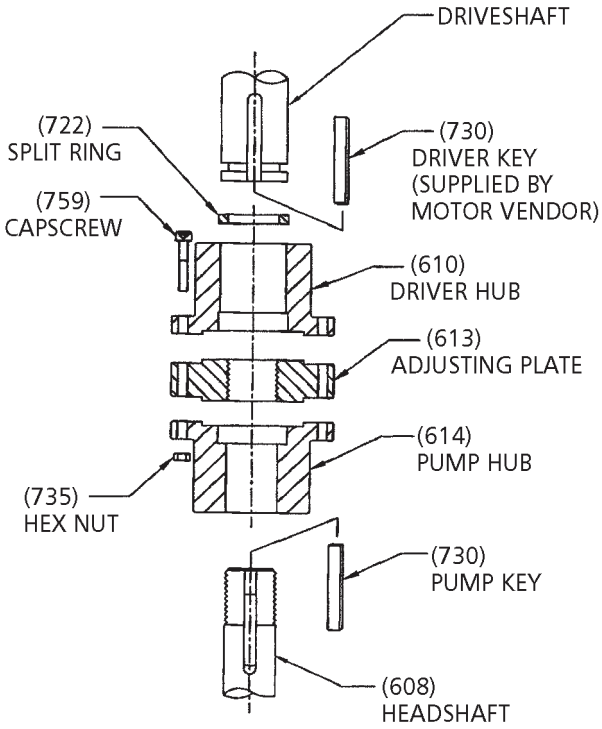
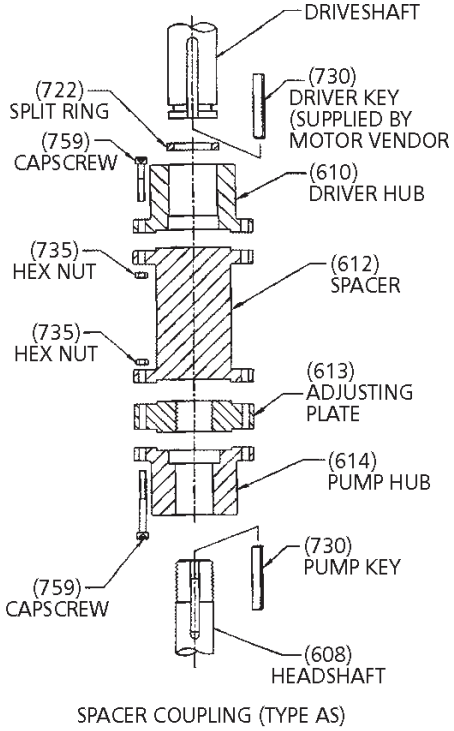

***Figure 14***
***Figure 15***
The coupling between the driveshaft and discharge head shaft may be a non-spacer type (see Figure 14), or a spacer type (see Figure 15). The latter is used on pumps furnished with a mechanical seal to permit servicing of the seal without removal of the driver.
**COUPLING INSTALLATION:** **(SEE FIGURES 14 and 15)**
2. Apply a thin film of oil on the pump key (730) and insert key into headshaft keyway seat.
3. Gently lower pump hub of coupling (614) onto headshaft.
4. Thread on the adjusting plate (613) onto the headshaft until flush with top of the headshaft.
5. Clean driver shaft by removing all grease and burrs. Try to fit the key on the driver hub (610) before installing it to the driver shaft.
6. Apply a thin film of oil to the driver key (730) and insert key into drive shaft keyway seat. Place the driver hub (610) onto the drive shaft and with key slide it up the drive shaft until the annular grove is exposed. Install split ring (722) in the groove and slide driver hub down over the split ring to capture it.
7. If the pump is supplied with an adjustable spacer coupling (see Figure 15), install spacer (612) between headshaft and driveshaft hubs. Secure with capscrews (759) and hex nuts (735).
2. After impeller adjustment, align adjusting plate (613) with the pump hub (614), and tightly draw coupling flanges together with capscrews (759) and nuts (735). (See Figures 14 and 15.)